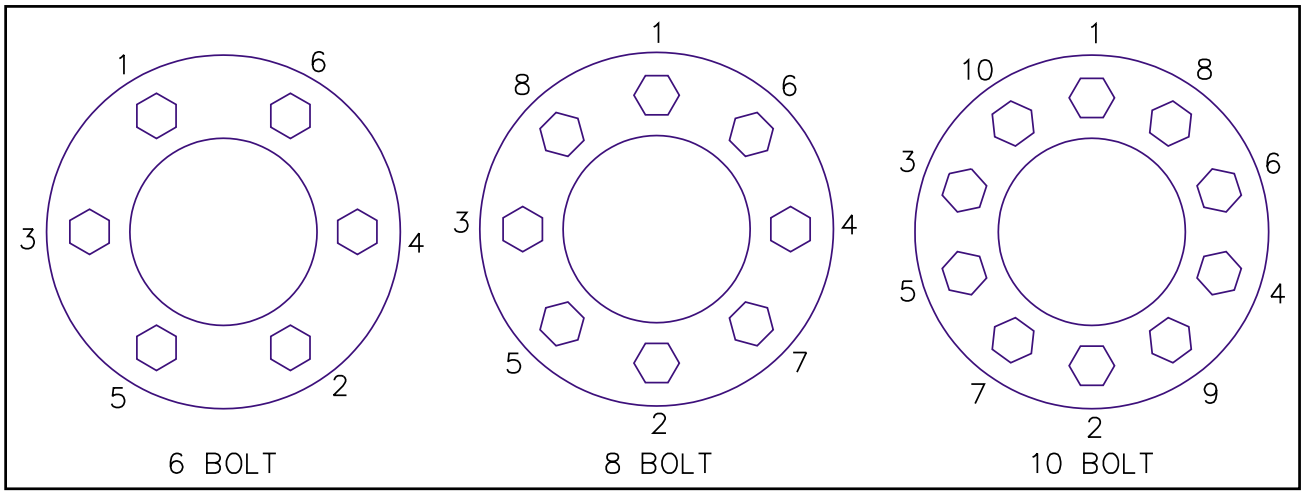

**Figure 4-19 Stud Tightening Sequence**
**c.** For ball seat mounted wheels only, install the inner capnuts on the studs and tighten to fifty foot-pounds using the sequence illustrated in **Figure 4-19**. Make certain that the left-handed threads are installed on the driver side of the vehicle and the right-handed threads are installed on the curbside of the vehicle.
**d.** Tighten the inner capnuts to full torque of 450 to 500 foot-pounds using the sequence shown in **Figure 4-19**.
**g.** Install the outer capnuts (ball seat) or flange nut (pilot mount) and tighten to 50 foot-pounds using the sequence in **Figure 4-19.** Then tighten to full torque of 450 to 500 foot-pounds for ball seat and 500 to 550 foot-pounds for pilot mount, using the same sequence**.**
**e.** After they are properly seated, tighten the rim nuts one-quarter turn at a time, in the order illustrated in **Figure 4-19** to a torque of 200 to 250 foot-pounds.
| BENDING OR WARPING | **Curb-hopping or potholes:** adjust turning practices and adjust speed accordingly with road conditions.**Improper tightening sequence:** follow proper tightening sequence. (**See Figure 4-19.)** |